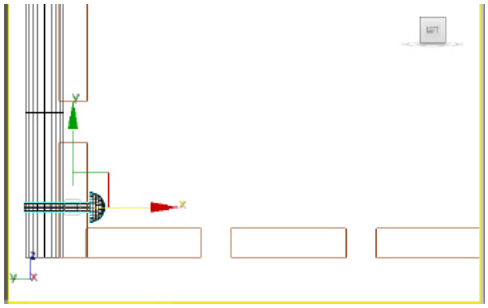

Figure 2-80 *Rotating rivet001 in the Left viewport*
2. In the **Offset:Screen** area of the **Rotate Transform Type-In** dialog box, enter **-90** in the **Z** spinner and press ENTER; *rivet001* gets rotated, as shown in Figure 2-80. Now, close the **Rotate Transform Type-In** dialog box.